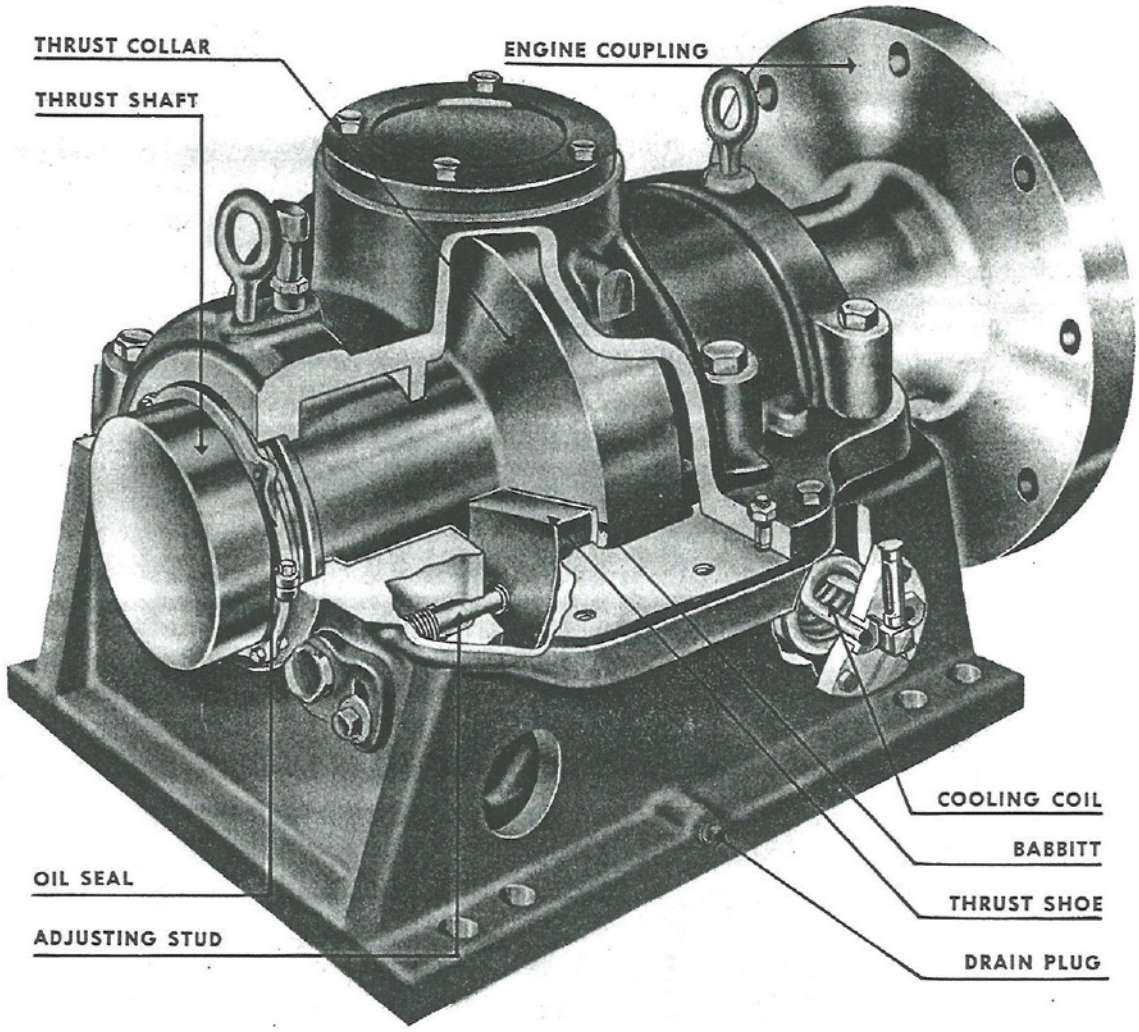
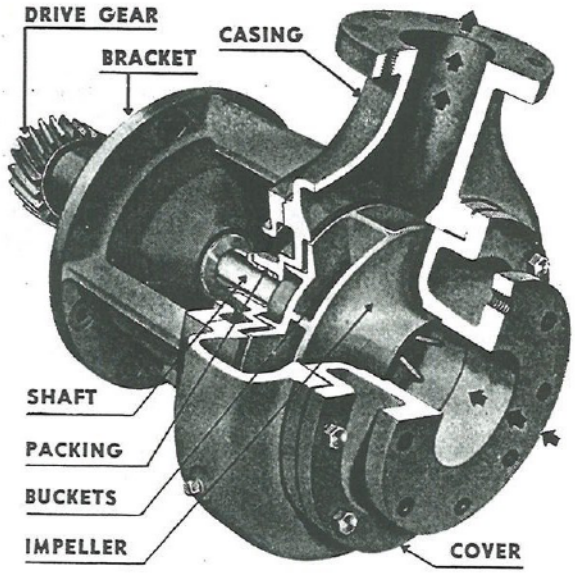

Fig. 20. Cut Away View of Kingsbury Thrust Bearing
Fig. 23. Circulating Water Pump
25. THRUST BEARING. The thrust bearing is located at the rear end of the engine, connected to the flywheel. The importance of this unit is explained in subsequent pages. Enterprise engines are equipped with the Kingsbury thrust bearing, shown in Fig. 20. This bearing must have lubricating oil. The thrust collar in the Kingsbury bearing lubricates the other parts
31. JACKET WATER PUMP. An explanation of the cooling system starts with the jacket water pump. The pump, shown in Fig. 23, is a centrifugal type with a straight vane impeller. The impeller is geared to the engine, and it whirls around at great speed. It draws water into the "buckets" or chambers formed in the impeller by the vanes. The whirling of the impeller creates a centrifugal force which tries to throw the water out of these "buckets." The housing prevents this from happening, but when the "buckets" revolve around in front of the outlet, the water is hurled through this opening. Since there are numerous "buckets" on the impeller, which keep spinning, a heavy volume of water at high pressure is continually thrown out of the pump. The jacket water pump continues to operate in both ahead and astern operations.
39. THRUST BEARING COOLING. a. The lubrication of the thrust bearing is explained in Section III. In Figs. 23 and 26 a water line to the thrust bearing is shown connected to the valve cage of the raw water pump. Before explaining the cooling of the thrust bearing, the importance of this unit should be stressed. A typical thrust bearing is illustrated in Fig. 20.